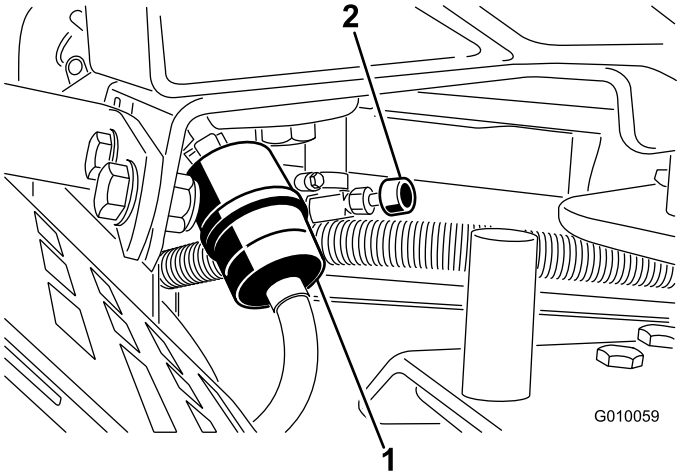

Figura 52
2. Feche a válvula de bloqueio do combustível (Figura 52).
3. Aperte as pontas dos grampos da tubagem e afaste-as do filtro (Figura 52).
5. Instale um filtro novo e coloque as braçadeiras junto ao filtro (Figura 52).
7. Abra a válvula de bloqueio do combustível (Figura 52).
3. Desaperte a braçadeira do tubo no filtro de combustível e deslize-o para cima do tubo de combustível, afastando-o do filtro (Figura 52).
4. Puxe o tubo do combustível do filtro do combustível (Figura 52). Abra a válvula de bloqueio do combustível e deixe a gasolina escoar para um recipiente de combustível ou um recipiente de escoamento.
5. Instale o tubo de combustível no filtro. Deslize a braçadeira do tubo para perto do filtro de combustível para prender o tubo de combustível (Figura 52).